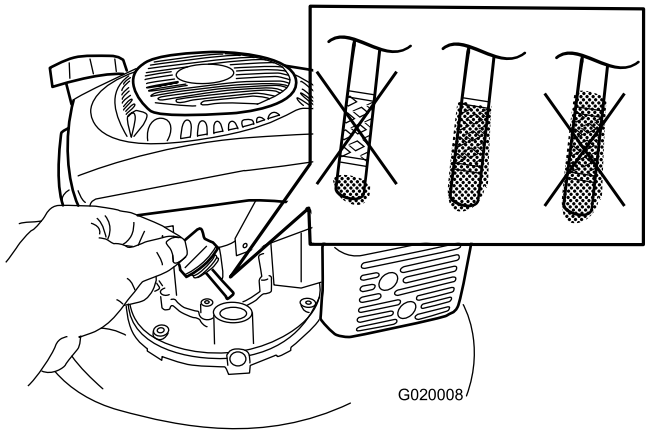

**Figuur 8**
1. Verwijder de peilstok, veeg deze schoon en steek de peilstok in de vulbuis, maar schroef de peilstok **niet** vast (Figuur 8).
2. Haal de peilstok eruit en controleer het oliepeil (Figuur 8). Als het peil onder de Bijvullen-markering op de peilstok staat, giet dan **langzaam** voldoende olie in de vulopening totdat het peil de VOL-markering op de peilstok bereikt. **Niet te vol vullen.** (Maximaal vullen: 0,65 l, type: 10W-30 of SAE 30 reinigingsolie met onderhoudsclassificatie SJ van het American Petroleum Institute (API) of hoger.)